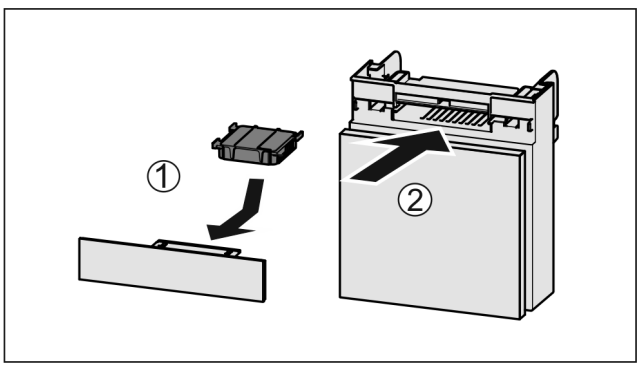

Fig. 205
▶ Insert the carbon filter as shown in the diagram *Fig. 205 (1)*.
▶ Push the compartment in *Fig. 205 (2)*.